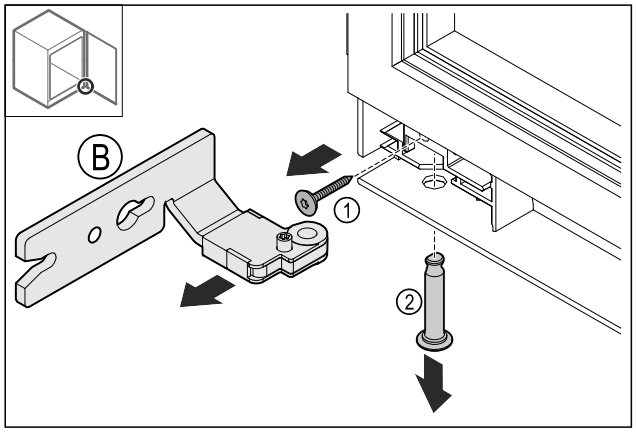

Fig. 16
▶ Remove the screw *Fig. 16 (1)*.
▶ Remove the bolt *Fig. 16 (2)*.
▶ Remove the hinge *Fig. 16 (B)*.